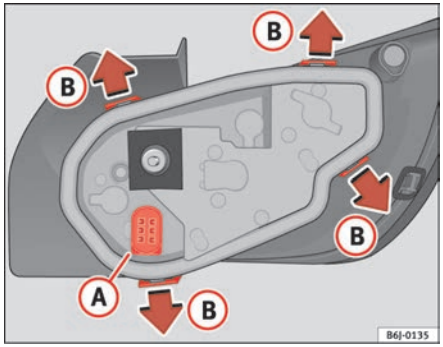

Fig. 145 Changing bulbs on rear lights
– Remove the lamp holder, separating it from the casing. To do this, press tabs (B) in the direction of the arrows ⇒ fig. 145.